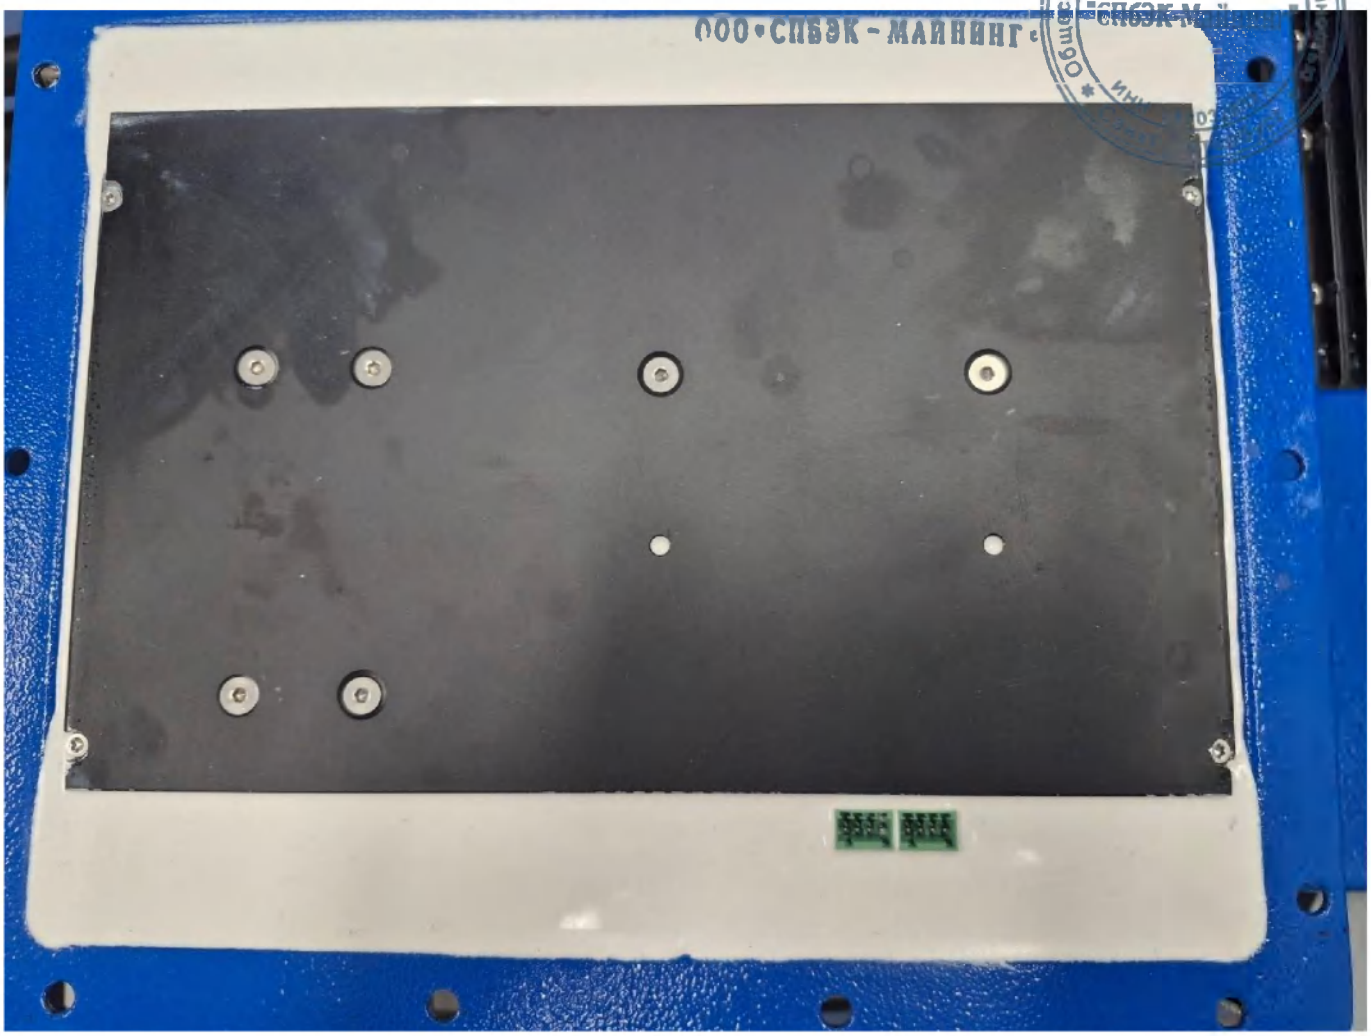

Рисунок 54
5.3.1 Подключить программатор к разъему XT2 (правый) в отсеке аккумуляторной батареи и к ПК наладчика (Рисунок 54).